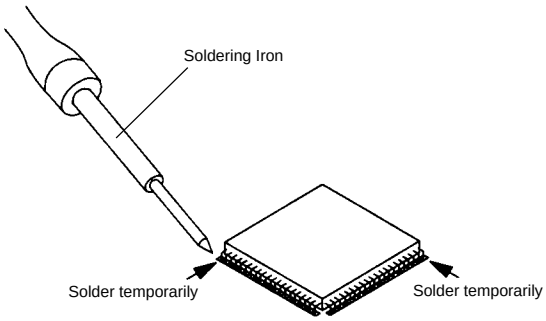

Fig. 2-5
1. Take care of the polarity of new IC and then install the new IC fitting on the printed circuit pattern. Then solder each lead on the diagonal positions of IC temporarily. **(Refer to Fig. 2-5.)**